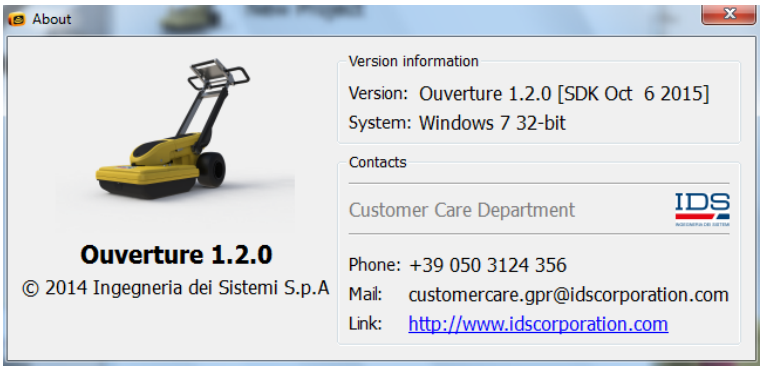

Fig. 2.12 – Software version number and contact information
-  About Ouverture reports software version number and IDS Customer Care contact as visible in Fig. 2.12.